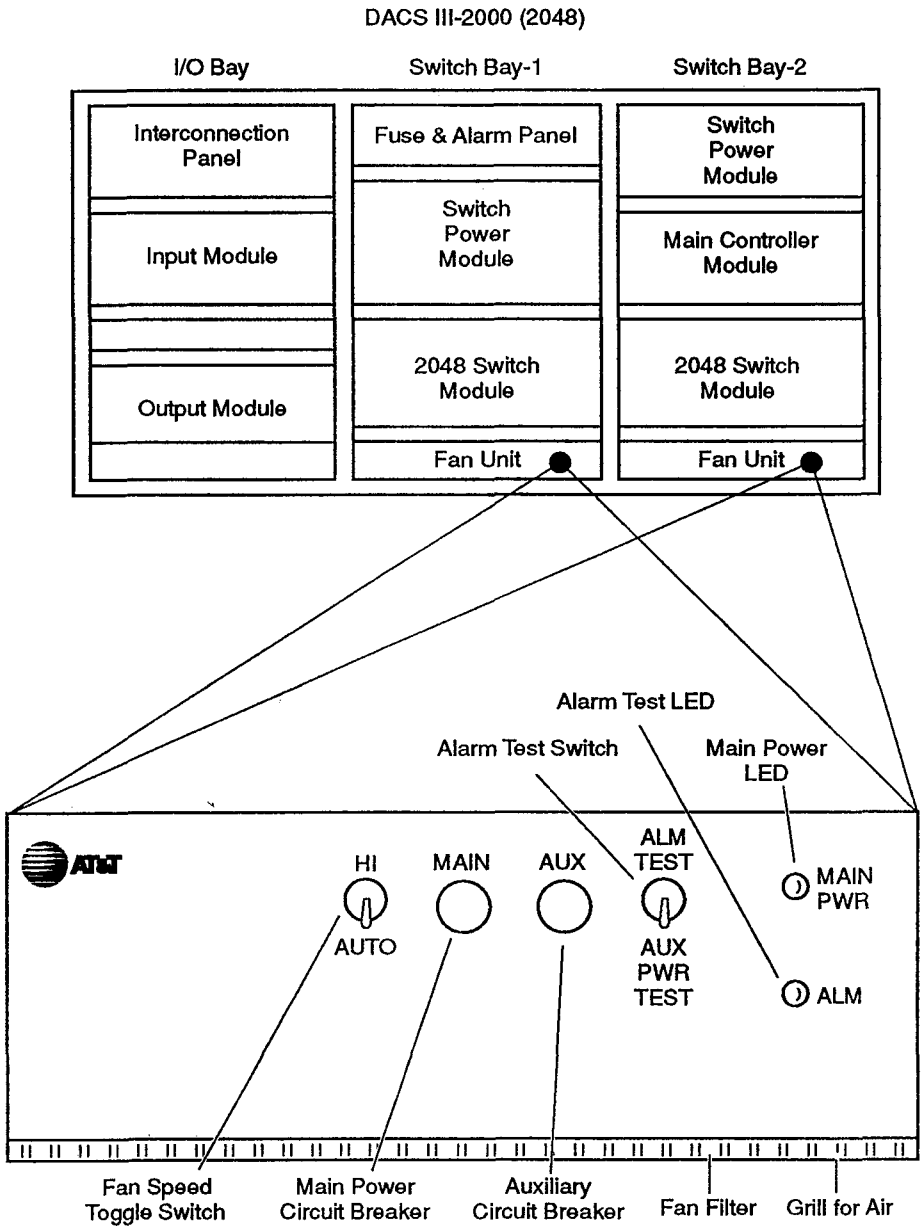

Figure 8-11. Standard Fan Unit (ED2C906-30,G1)
6. The main power and alarm LEDs should be off. If either LED is lit, please review above procedure. The fan unit in Bay 5 (6) is now disabled.
8. Remove the air filter. Figure 8-11 shows the filter location. It may be necessary to gently pry on the sides of the filter with a screwdriver.
11. Ensure that the air inlet below the fan assembly is unobstructed. Figure 8-11 shows the air inlet location.